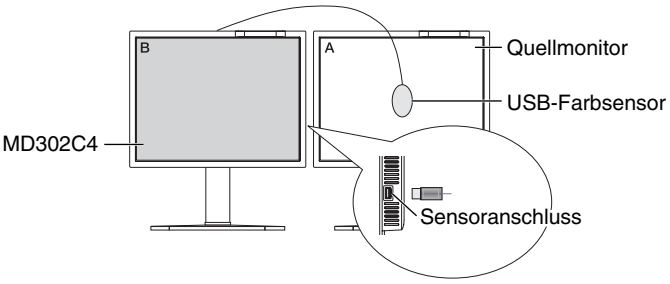

Figure C.1
1. Um das Menü KALIBRIERUNG anzuzeigen, schließen Sie den USB-Farbsensor am Sensoranschluss an (**Abbildung C.1**), oder wählen Sie im erweiterten Menü die Option EIGENSTÄNDIGE KALIBRIERUNG aus (Seite 25).
4. Sie werden aufgefordert, den USB-Farbsensor in der Mitte des Bildschirms zu platzieren (**Abbildung C.4**). Neigen Sie den Monitor um etwa 5 Grad nach hinten, und platzieren Sie den USB-Farbsensor in der Mitte des Bildschirms (**Abbildung C.1**).